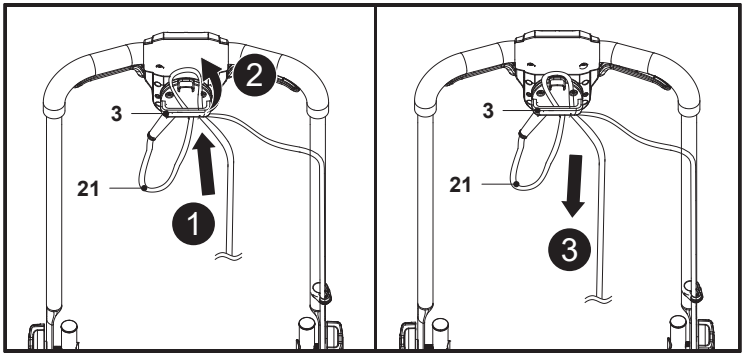

Fig. 8
1. Îndoaie înapoi cablul de alimentare (21) la aproximativ 30 cm de apărătoarea alimentării, introdu bucla prin gaura suportului de cablu (3) și prinde bucla peste cârlig (fig. 8, pașii 1 și 2).
2. Trage cablul de alimentare (21) peste suportul de cablu (3) și trage ușor de el pentru a te asigura că este bine fixat (fig. 8, pasul 3).